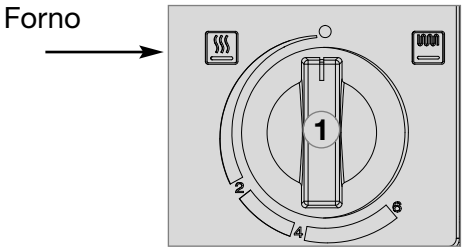

Fig. 47
- Portare la manopola **(1)** (fig. 47) sulla posizione „●“.